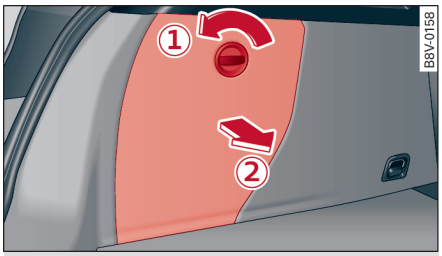

图 270 行李箱：尾灯紧固螺栓的位置（左侧示例）
- 取出侧饰板中的封闭盖 ⇨ *图 270*。在侧面有杂物箱的车上，松开盖子时需要一个硬币。